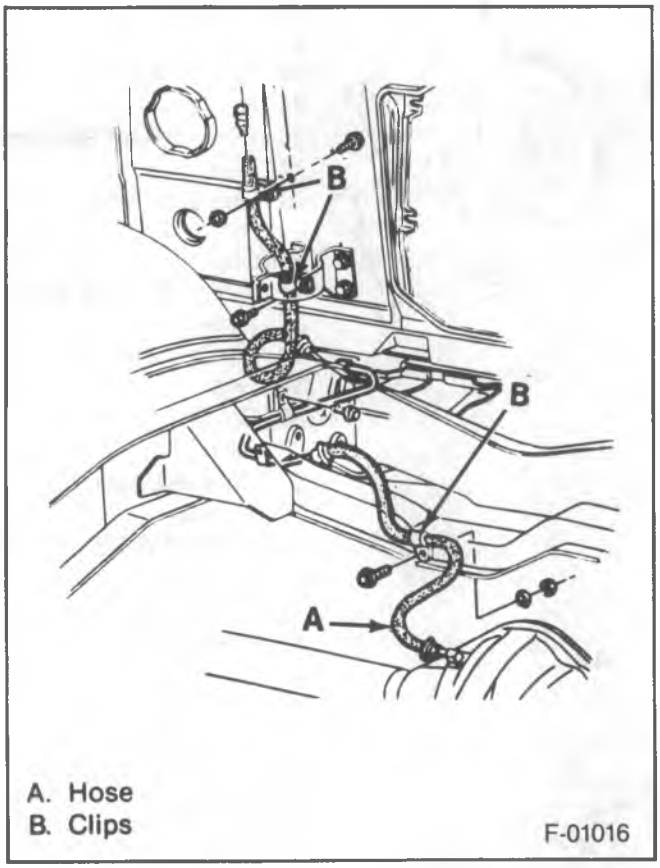

Figure 2—Axle Vent Hose Routing
1. Seal (36) and spacer (35) to the axle shaft (46) (figure 2).
- The spacer's (35) chamfer points toward the oil deflector (33).
2. Axle shaft (46) into the housing (42).
3. Spindle (38) to the knuckle (44). Be sure the seal (34) and oil deflector (33) are in place. Refer to FRONT SUSPENSION AND AXLE (SEC. 3C).
4. Brake bracket (39).
5. Splash shield (41).
3. Brake caliper (40). Refer to HYDRAULIC FOUNDATION BRAKES (SEC. 5A2).
- Support the brake caliper (40) so as not to stretch or damage the brake hose.
6. Axle vent hose and clips (figure 2).
2. Axle vent hose and clips. Refer to figure 2.
5. Brake caliper (40). Refer to HYDRAULIC FOUNDATION BRAKES (SEC. 5A2).